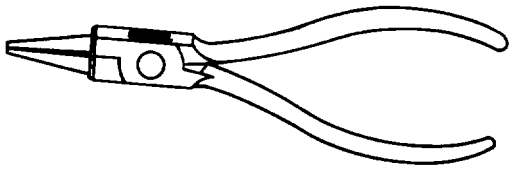

Figure 4-45. Round-Nose Pliers
(5) *Round-nose pliers*. The round-nose pliers are used to crimp flanges on sheet metal in the process of shrinking, and for making loops in soft wire. It has smooth, round jaws, a fixed pivot, and curved handles which may have insulated sleeves. It is shown in figure 4-45.